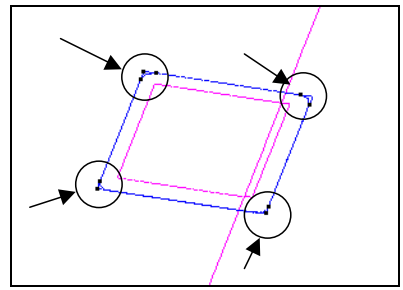

Figure 20
3. An image like that shown in Figure 20 appears. There is a rectangular surface that does not fit within the boundaries of a rounded-corner surface (a hole, in this case). We will suppose that the problematic surface is planar. This way, it can be erased and recreated in order to fit the rounded-corner boundary.